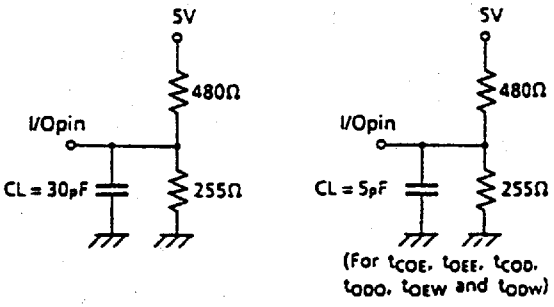

Figure 1.
Output Load	Fig. 1
6. The following parameters are measured using the load shown in Fig. 1.